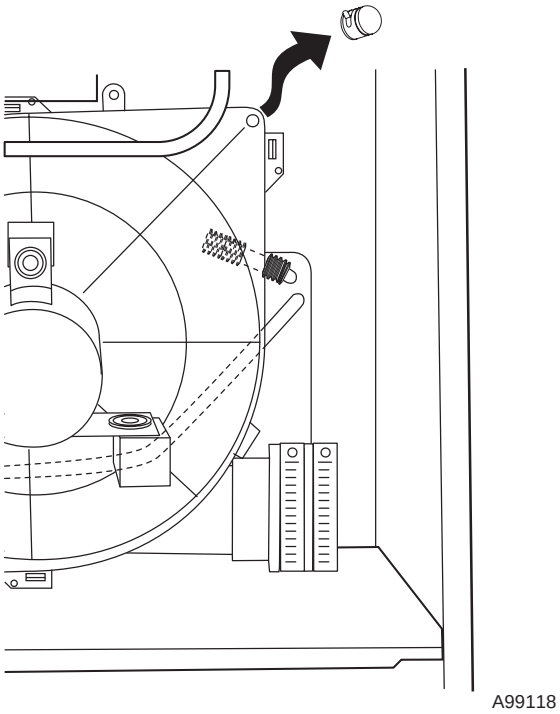

Fig. 48—Inducer Housing Drain Tube
1. Remove upper inducer housing drain connection cap. (See Fig. 48.)